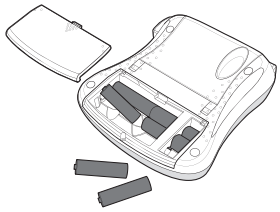

Figura 2
1. Far scorrere la copertura del vano batterie allontanandolo dall'etichettatrice. Vedere Figura 2.